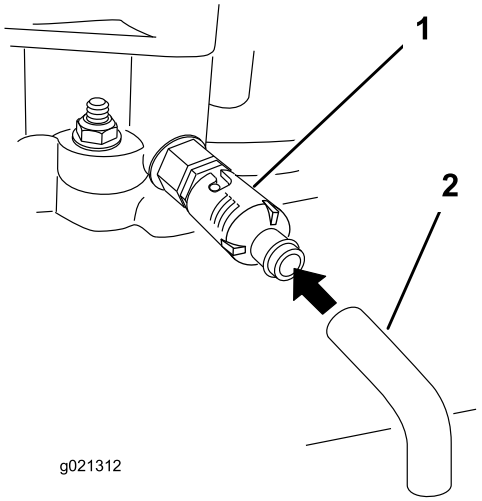

Figura 24
5. Coloque un recipiente debajo del tubo de vaciado. Gire la válvula de vaciado para que se drene el aceite (Figura 24).
7. Retire el tubo de vaciado (Figura 24).